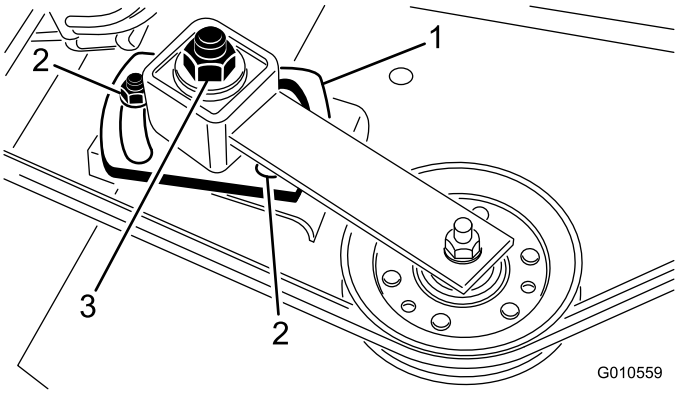

Figur 28
4. Løsn de 2 møtrikker, der holder styreremskivens plade på plads. Brug en topnøgle og momentnøgle til at stramme styreremskivens justermøtrik til 24-41 Nm (Figur 28).